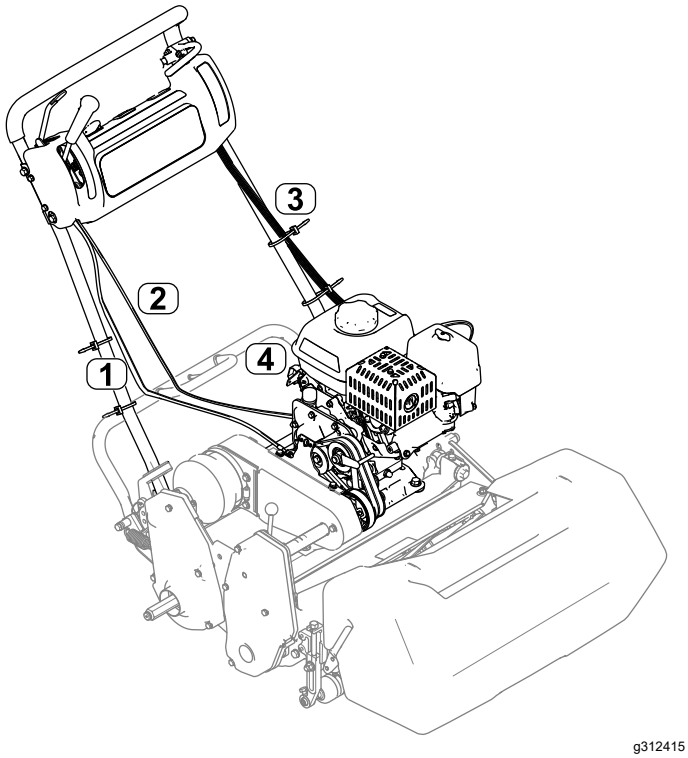

Figuur 8
7. Monteer de gaskabel aan de machine, raadpleeg de *Onderhoudshandleiding* van de machine (Figuur 8).
Opmerking: Observeer de geleiding van de gaskabel zoals wordt getoond in Figuur 8. Leid de kabel naar de linkerkant van de motor en tussen het luchtfilterdeksel en de brandstoftank.
11. Sluit de kabelboom aan op de vergrendelmodule en leid de kabelboom langs de linkerzijde van de handgreep omhoog (Figuur 8).